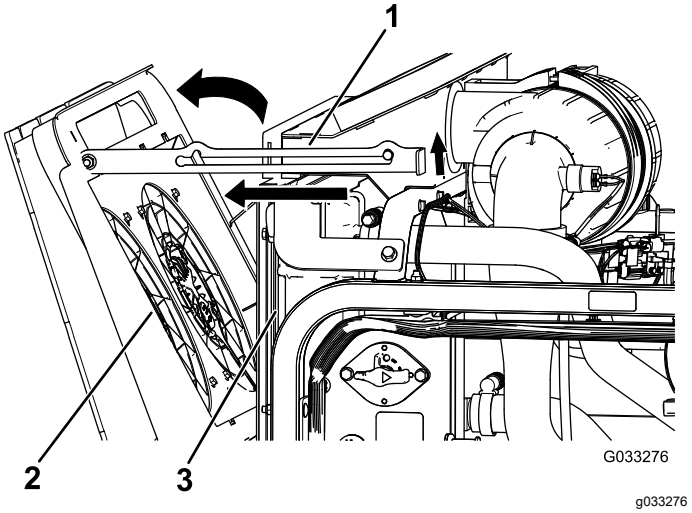

Figur 119
2. Rikta motorns kylfläktar mot kylarens bakre del och fäst stöttan i skåran (Figur 119).